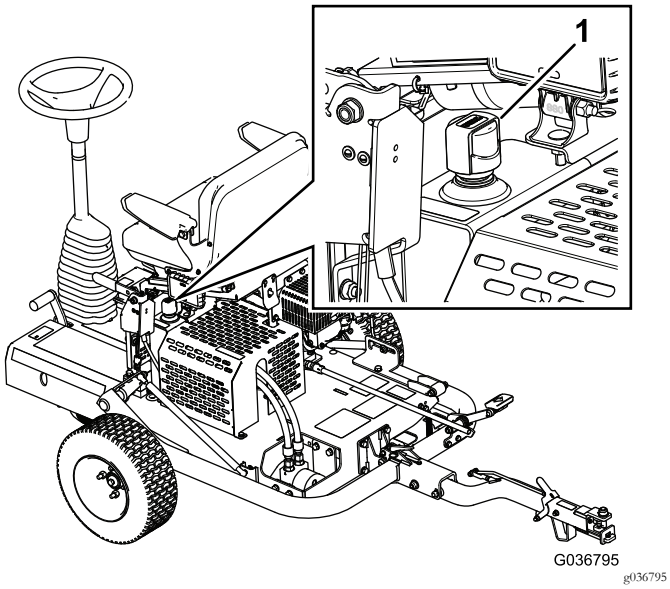

**Figur 21**
3. Fjern hydraulikktanklokket, og kontroller væskenivået på peilestaven (Figur 21).